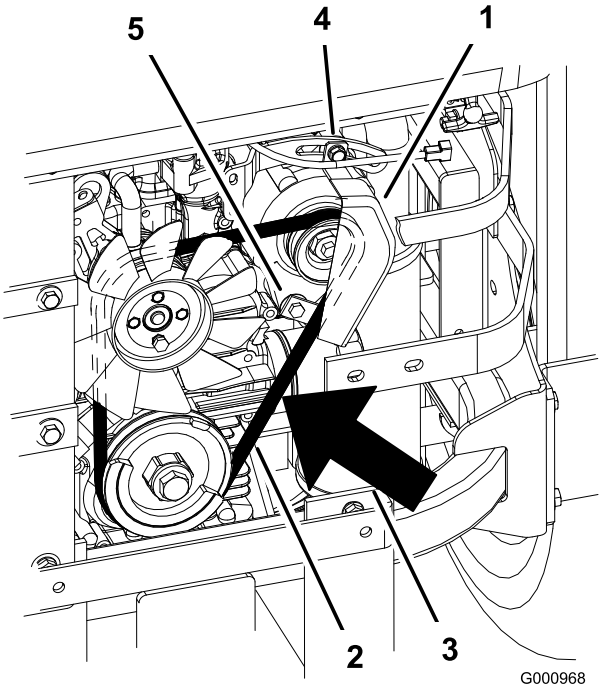

Figur 66
2. Justera generatorn mot utsidan tills remmen har en nedböjning på 7 till 9 mm mellan motorn och generatorremskivorna med 10 kgf kraft (Figur 66).
5. Dra åt den nedre och övre bulten om nedböjningen är korrekt (Figur 66).